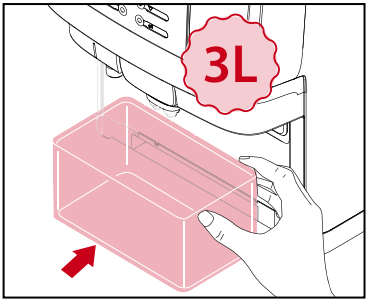

Fig.19
3. Remove the drip tray and place a 3 liter / 3 quart container (see Fig.19) under the outlets, then press **ENTER** . Follow the instructions on the display: ***PRESS ENTER TO FLUSH***